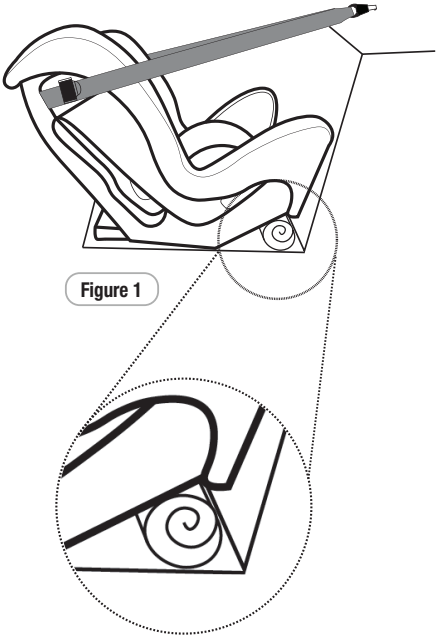

Figure 1
**NOTE: If your vehicle seats have a steep angle you can use packing such as a firmly rolled towel between the vehicle seat and the underside of the restraint to change the angle. You must ensure the restraint is firmly held in the car seat with the seat belt if you are using packing. You must also ensure that nothing has come loose every time you drive. (refer Figure 1)**